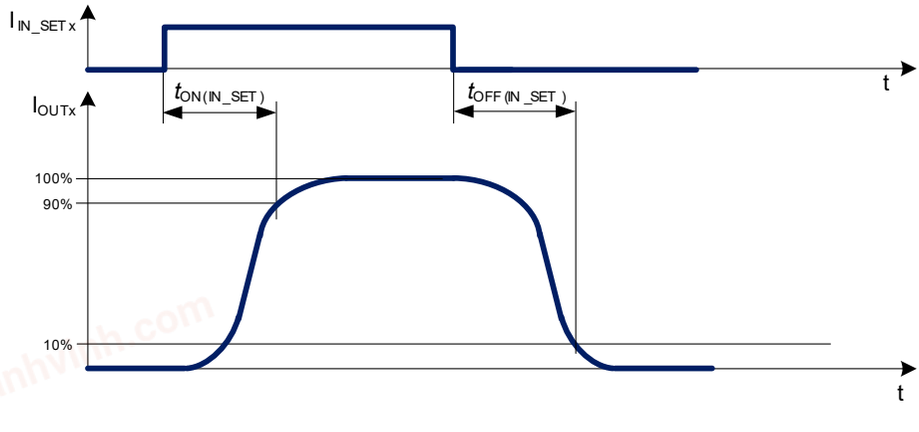
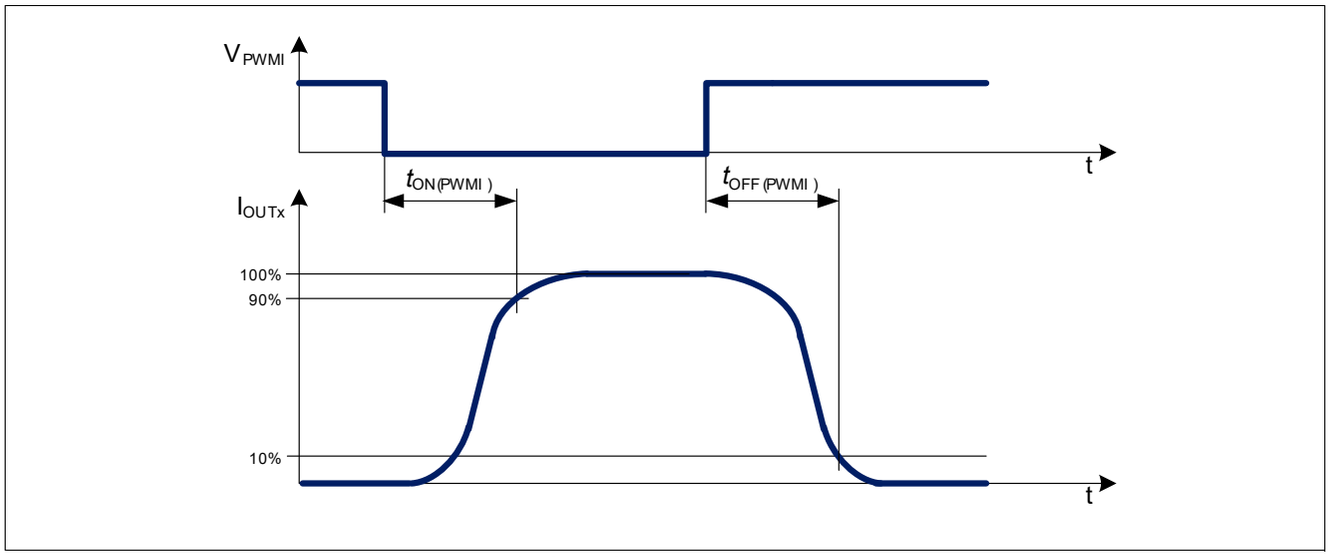

Figure 10 IN_SET turn on and turn off delay timing diagram
Figure 11 PWMI turn on and turn off timing diagram
In the following diagrams (**Figure 10**, **Figure 11**) the influences of different driving inputs on output activation delays are shown.
2) Refer to **Figure 10**
3) Refer to **Figure 11**